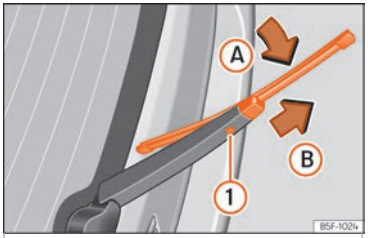

Abb. 44 Scheibenwischerblatt der Heckscheibe auswechseln.
- Wischerblatt leicht drehen ››› Abb. 44 (Pfeil A).